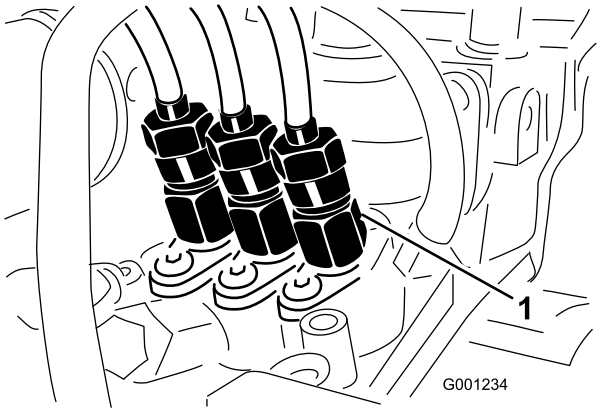

**Figur 51**
1. Løsn rørforbindelsen til den første indsprøjtningsdyse og holdersamlingen ved indsprøjtningspumpen (Figur 51).